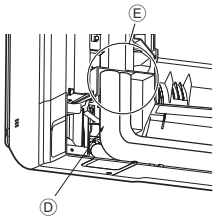

Fig. 3-10
6. Täck flänsanslutningsdelen med det L-formade anslutningsrörets rörskydd ④ så att den inte är oskyddad. (Fig. 3-10)
- Ⓐ L-format anslutningsrör ④
8. Täck flänsanslutningsdelen med det L-formade anslutningsrörets rörskydd ④ så att den inte är oskyddad. (Fig. 3-10)